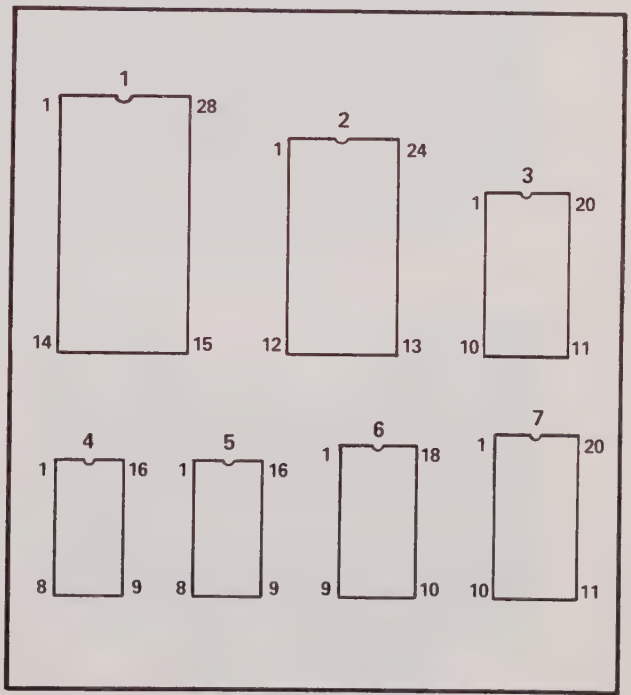
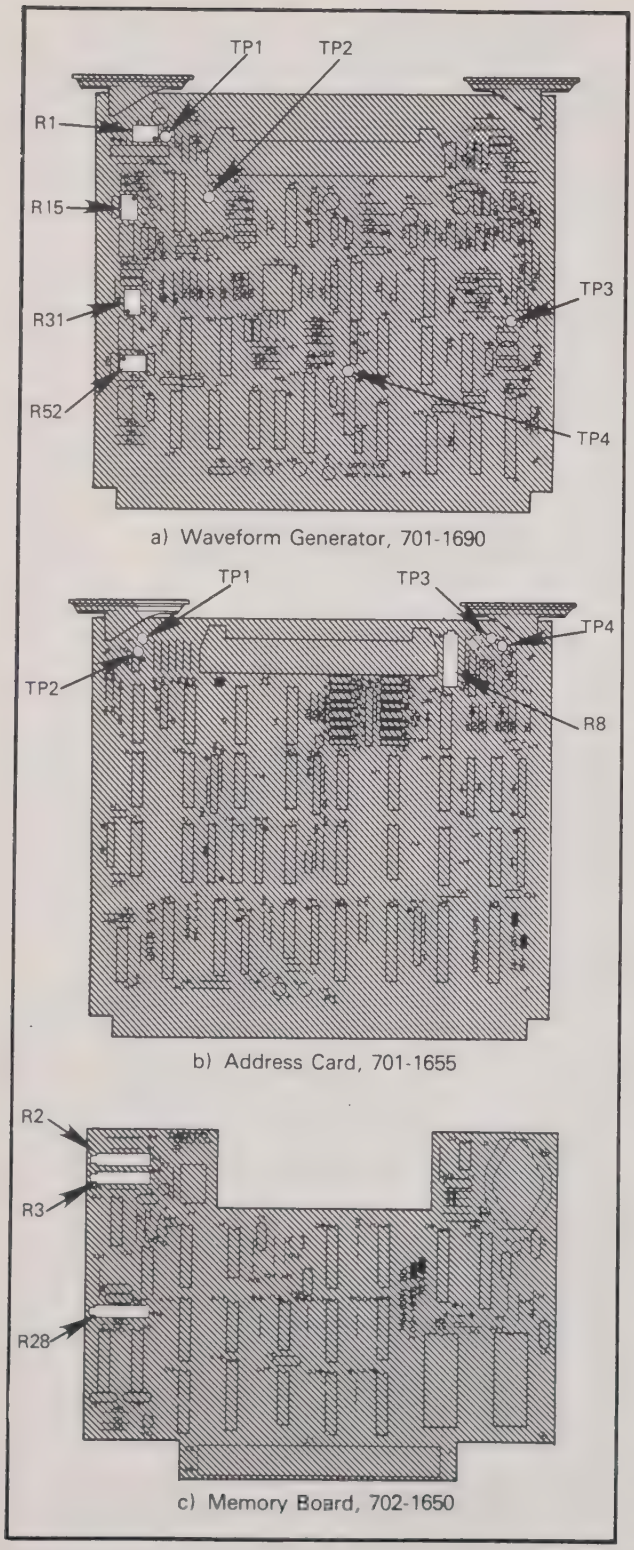

Figure 4-6. Pin Numbers of Device Sockets
Figure 4-7. Adjustment Locations
- Take measurement readings at the device sockets or test points indicated in the measurement chart; figure 4-6 shows the pin numbers for the sockets; figure 4-7 shows test points.
- The adjustment pots on the waveform generator, the memory board, and the address card enable you to make adjustments when your measurements do not match the measurement chart; figure 4-7 shows the location of these adjustment points.